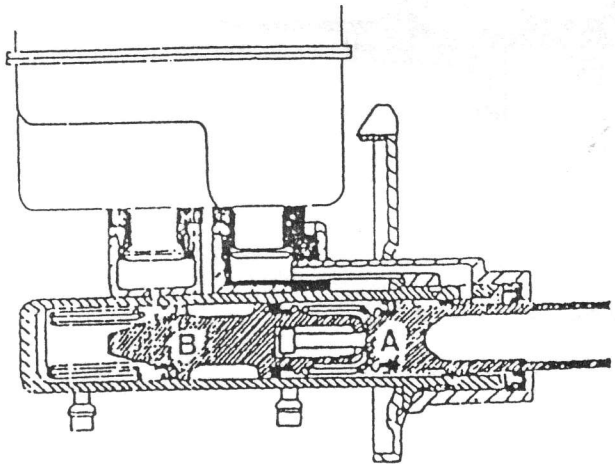

Fig. 19-5 Muestra el pistón primario (A) desplazado totalmente hacia la izquierda contactando materialmente con el pistón -B-.
Al pisar el pedal de freno, el pistón primario (A) se desplaza hacia la izquierda (Ver Fig. 19-5) pero debido a que el circuito del freno delantero no puede mantener la presión, el líquido existente en esta cámara no es presurizado. Mientras el pistón (A) se mantiene en movimiento va comprimiendo su muelle e iniciando el desplazamiento del pistón (B). Cuando el pistón (A) contacta con el (B), este ultimo comienza a presurizar el líquido de esta camara hacia el circuito trasero.